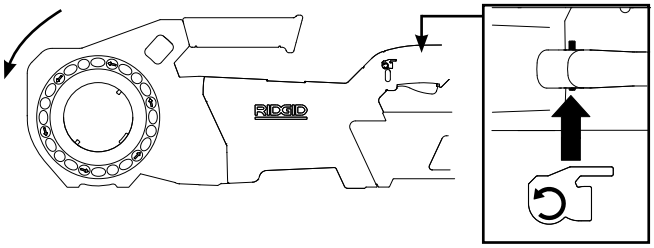

Afbeelding 5B – Positie schakelaar voor ACHTERUIT (linksom)
- Herhaal het proces voor de achterwaartse richting *(zie Afbeelding 5B)*. Als de Power Drive niet in de juiste richting draait of niet met de AAN/UIT-schakelaar kan worden bediend, mag u de machine pas weer gebruiken als de nodige reparaties zijn uitgevoerd.